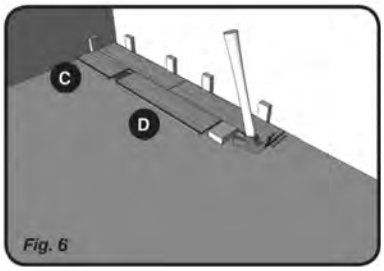

Fig. 6
STEP 6 - fig. 6
Once plank is flat, gently tap in the second plank against the short side of plank C, joining plank C and D (Fig. 6)